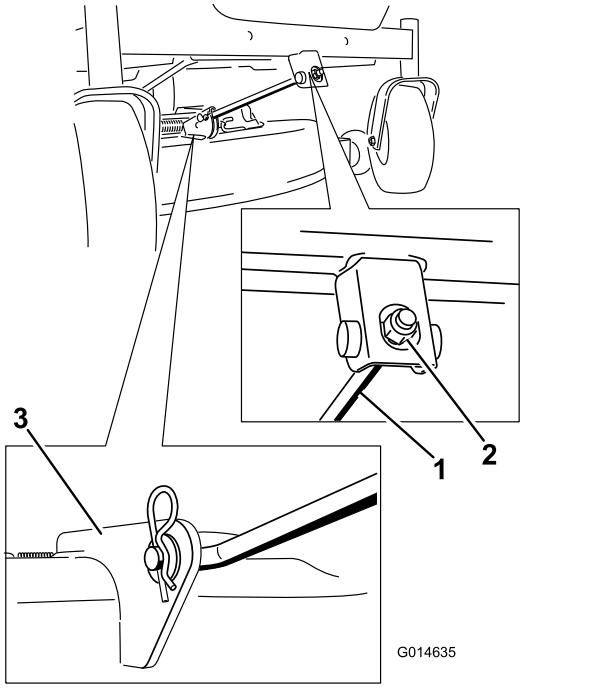

Figuur 76
5. Verwijder de R-pen uit de voorste steunstang en neem de stang uit de beugel van het maaidek (Figuur 76).
8. Bevestig de voorste steunstang aan het maaidek met de gaffelpen en de R-pen (Figuur 76).